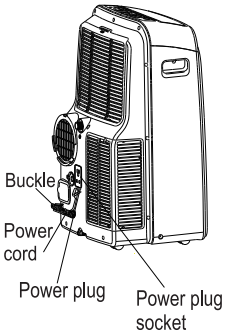

Fig.25
-Detenga la operación y desconecte el equipo. Enrolle el cable y átelo con cinta adhesiva. (Fig.25). Extraiga las baterías del control remoto.